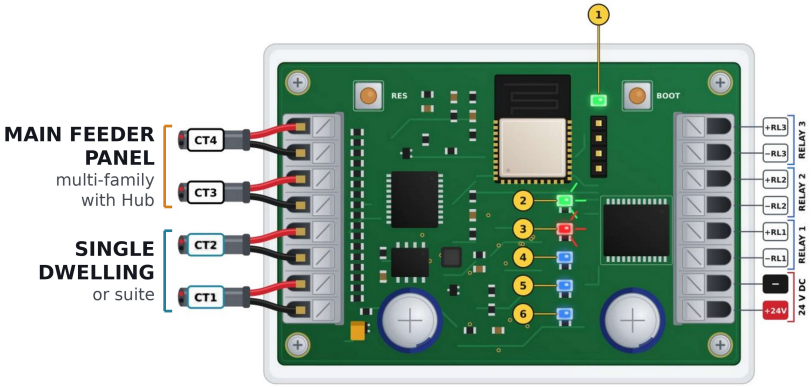

*Figure 10 – VEC terminals: CT inputs CT1 – CT4 (left), relay outputs and 24 VDC (right), and status LEDs 1 – 6*
**Turn off power to the VEC**, then connect each CT cable to its terminal pair as shown in Figure 10 and the table below.
Restore power to the VEC and check the status LEDs. The LED numbers match Figure 10.